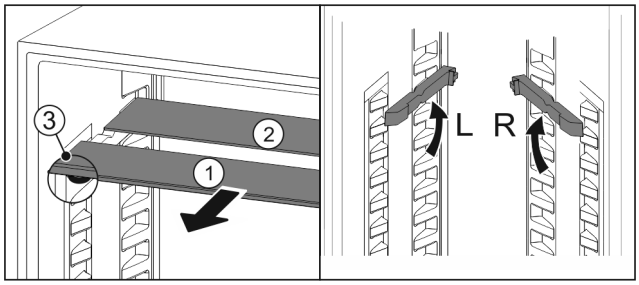

Fig. 150
▶ Skleněné desky jednotlivě vytáhněte dopředu *Fig. 150 (1)*.
▷ Skleněná deska *Fig. 150 (1)* s ozdobnou lištou leží vpředu.
▷ Zarážky *Fig. 150 (3)* směřují dolů.